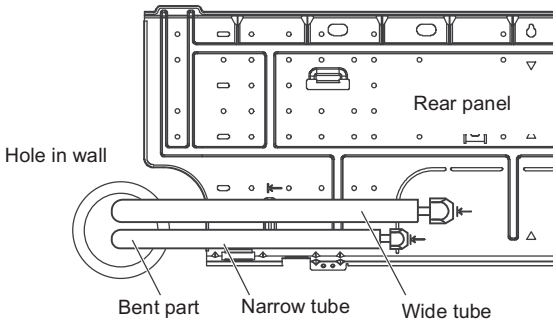

Fig. 1-81
(1) Lead the tubing and drain hose through the wall, allowing sufficient length for connection. Then bend the tubing using a tube bender to make the attachment. (Fig. 1-81)
(2) Switch the drain hose and drain cap.